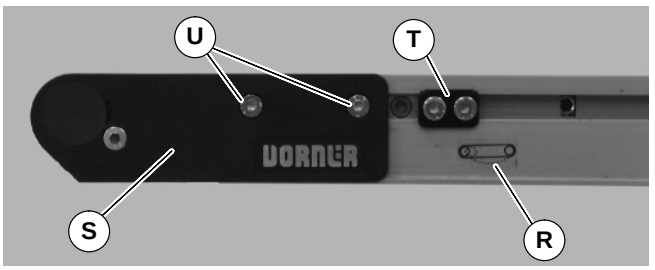

Abbildung 17
4. Die Spannbodenschrauben (AM) an jeder Seite des Antriebsmoduls entfernen.
5. An den Fingergreiflöchern (AN) den Spannboden öffnen (AO), um die Gurtspannung zu verringern.
6. Am Spannende des Förderbandes, das mit einem Etikett gekennzeichnet ist (R siehe Abbildung 17), vordere Deckplattengruppe hineindrücken (S): Zu beiden Seiten des Förderbandes die Spurführungsnocken lockern (T) (falls damit ausgestattet) und von den vorderen Platten weg bewegen, dann die Befestigungsschrauben lösen (U), und vordere Plattengruppe nach innen schieben.